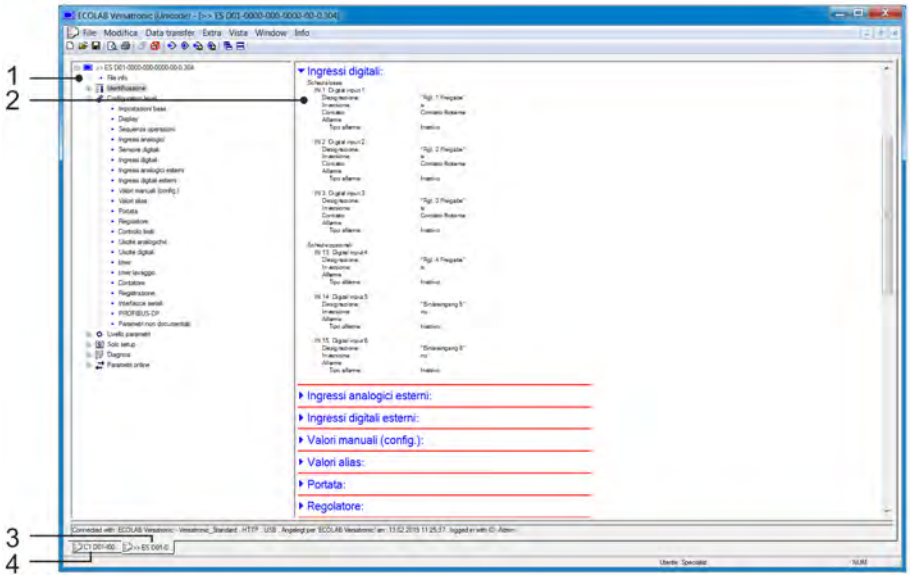

Fig. 104: Modifica il file di installazione
1. Posiziona il puntatore del mouse tra due gruppi di simboli (vedi Fig. 104 .)